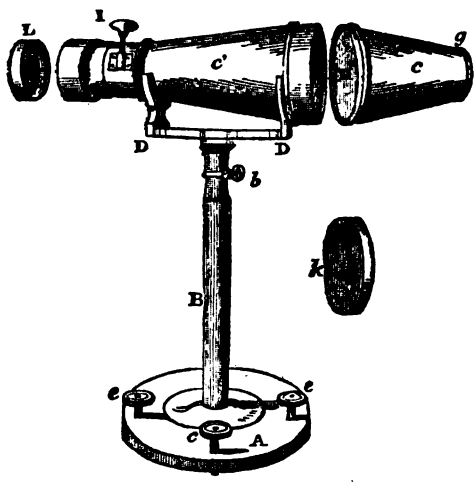

FIG. 2.
As soon as Daguerrean portraiture became an established fact, and the German opticians commenced to assert themselves, a novel apparatus was invented in Germany designed exclusively for portraiture. This was made entirely of brass, so that variation of climate had no effect upon it; it was portable, and occupied but little space. It became known as the "German" or "Voigtlander" Camera (Fig. 2). The brass foot (A) is placed upon a table or other firm support, and the pillar (B) screwed into it. The body of the camera (CC) is laid in the double forked bearing (DD). The instrument is now properly adjusted by means of the set screws (*eee*) in the brass foot, or it may be raised, lowered, or moved from one side to the other by the telescope stand, and